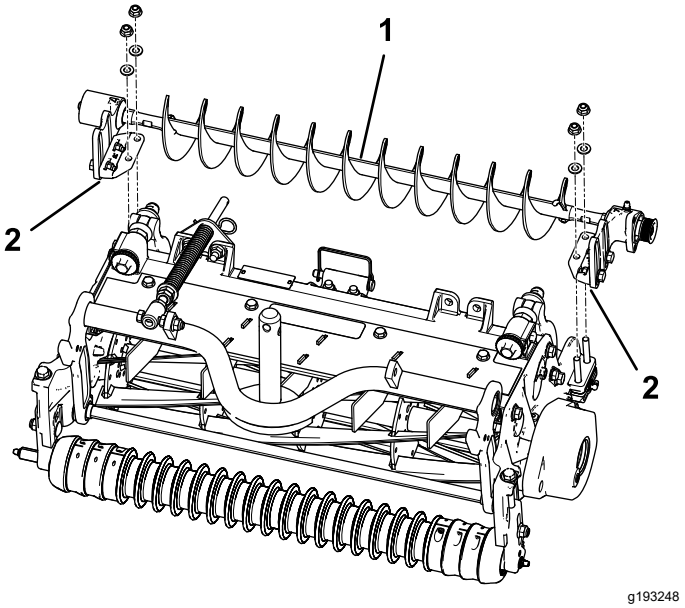

Figuur 10
4. Plaats de montagebeugels van de linker of rechter rolborstel op de bouten van de rolbeugel (Figuur 10).